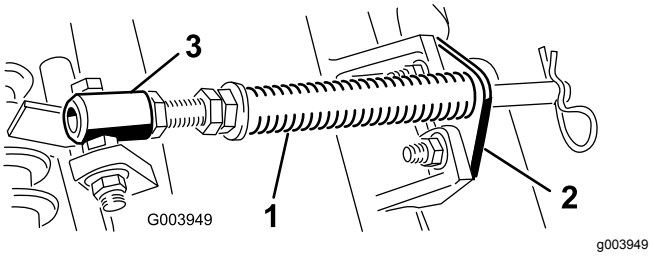

Figur 4
A. Fjern de to låseskruene og mutterne som fester stangbraketten til klippeenhetstappene (Figur 4).
B. Fjern flensmutteren som fester fjærrørsskruen til bæreramметappen (Figur 4). Fjern enheten.